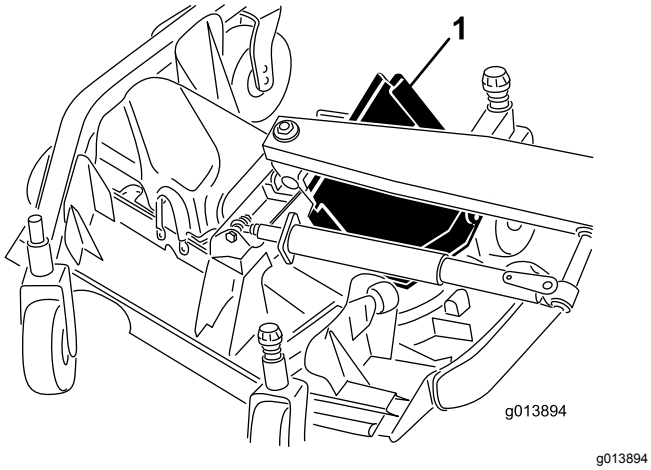

Figur 85
6. Løft den fremre kanten og før den mellom løftearmen og valsen for å fjerne den (Figur 85).